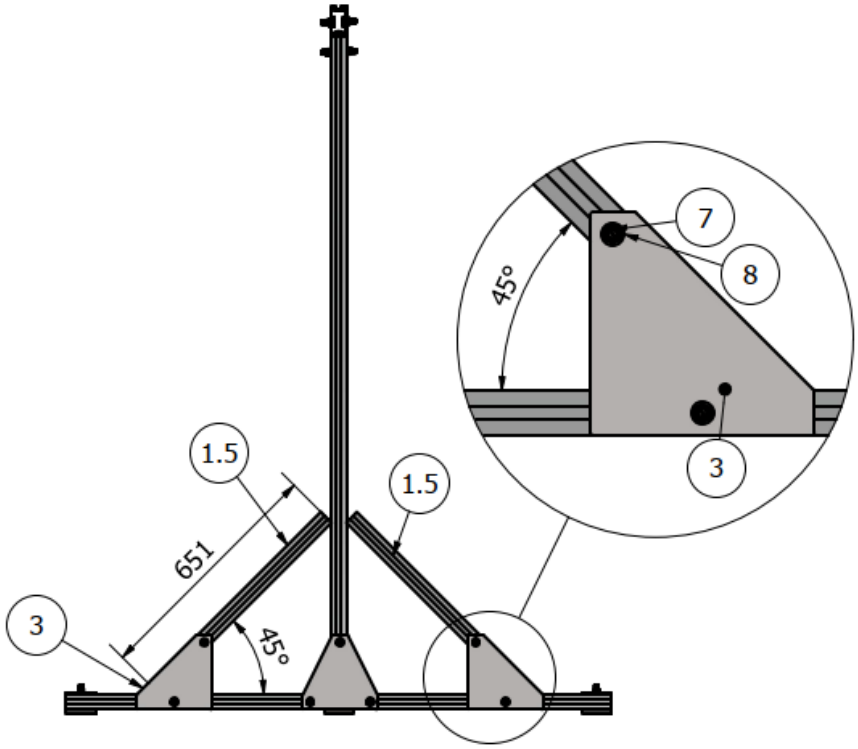

FIG. 6 Assembling the struts to the base
6. Screw the struts**1.5** to the base with the plates **3** as shown in Fig. 6. Maintain the strut angle of 45 degrees.